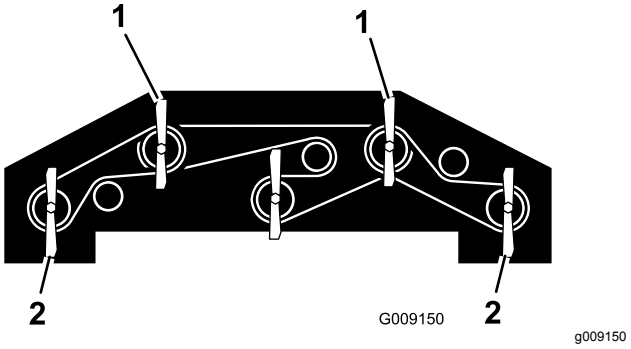

Figur 126
1. Drej hver skærekniv, så de peger lige fremad (Figur 126).